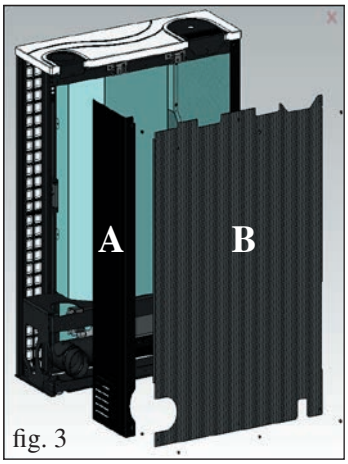

fig. 3
- Smontare il fianco metallico destro rimuovendo 2 viti (A - fig. 3).